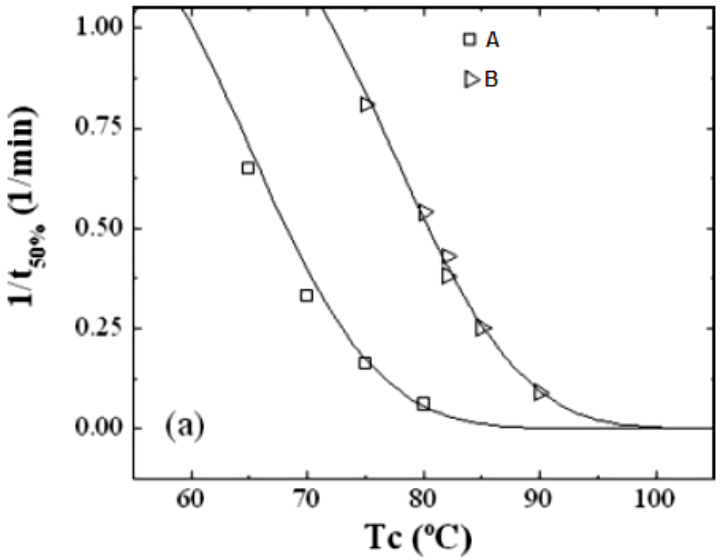

Figura 2. Velocidad de cristalización global ($1/\tau_{50\%\ exp}$) para los sistemas poliméricos **A** y **B**.
4) Lorenzo y colaboradores (2008) publicaron en contenido de la **Figura 2** en el *Journal of Polymer Science: Part B: Polymer Physics*. Interprete los resultados en el intervalo de 80-90 ºC.